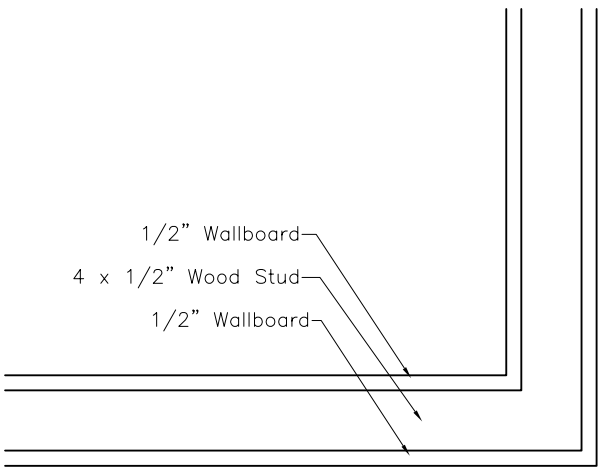

Figure 19-15 *Multiline style created for Example 1*
12. Choose the **OK** button from the **Multiline Style** dialog box to return to the drawing area. To test the new multiline style, use the **MLINE** command and draw a series of lines, refer to Figure 19-15.